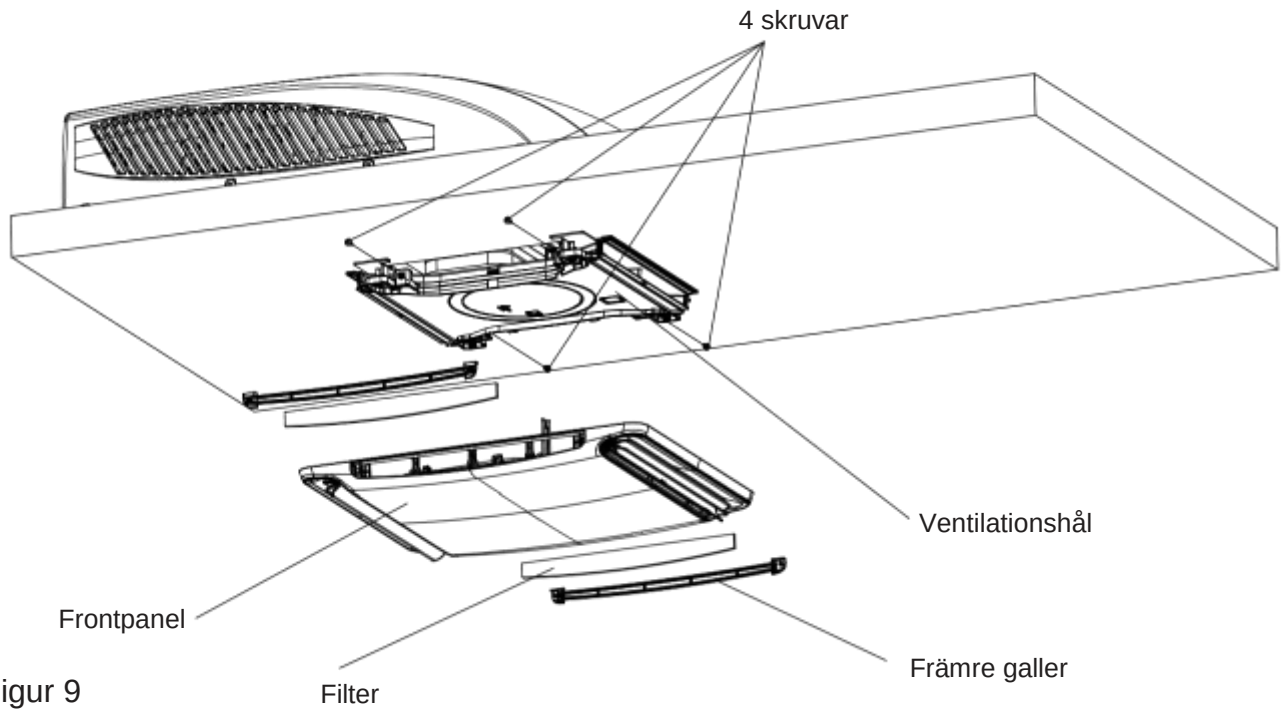

Figur 9
2. Fäst takgallret med fyra skruvar (se figur 9).